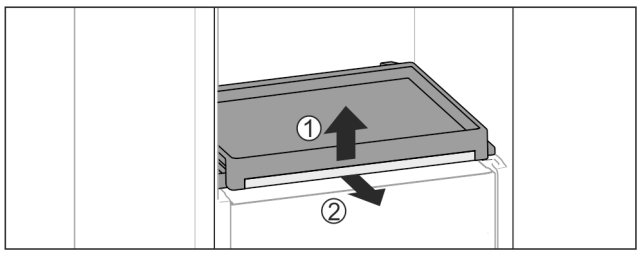

Fig. 153
▶ Odstranite izvlečno polico s stekleno ploščo: Stekleno ploščo spredaj rahlo dvignite *Fig. 153 (1)* in jo izvlecite naprej *Fig. 153 (2)*.